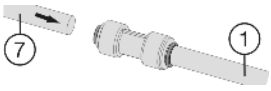

Fig. 24
▶ Connect the supplied extension hoses *Fig. 24 (1)* to the appliance hoses *Fig. 24 (7)*: Slide the appliance hoses into the connectors as far as they will go (approx. 25/32 " (20 mm)).